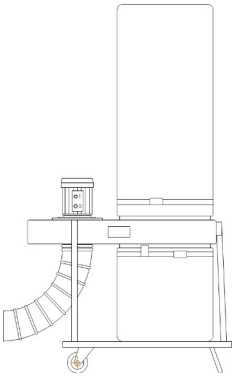

Рис. 1
– УВП-2000 - на основании с двумя колесными опорами, рис.1;